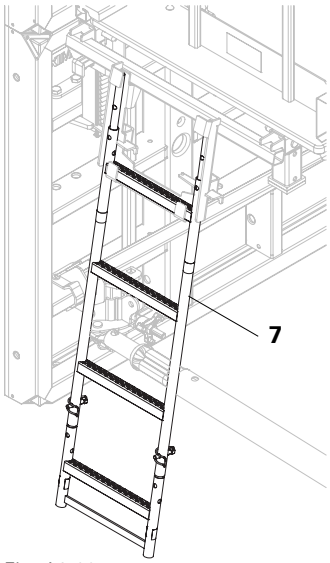

Fig. A9.03c
2. Introduire l’échelle dans le guide avec le pied d’échelle si nécessaire, et placer le barreau dans le support. (Fig. A9.03c)